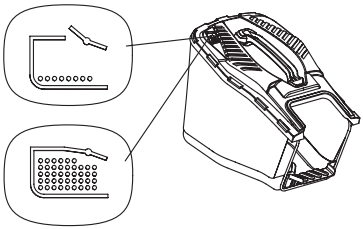

Рис. 15 Положение индикатора травосборника
7. На травосборнике газонокосилки установлен индикатор заполнения. Пока травосборник не заполнен, индикатор при работе газонокосилки будет находиться в вертикальном положении. При заполненном травосборнике индикатор будет находиться в горизонтальном положении (Рис. 15).